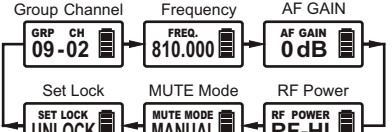

Bild 10
- SET Taste: Beim ersten Drücken der Taste beginnt das Display zu blinken. Solange das Display blinkt kann durch nochmaliges Drücken der SET-Taste der jeweilige Parameter verändert werden. Bild 10